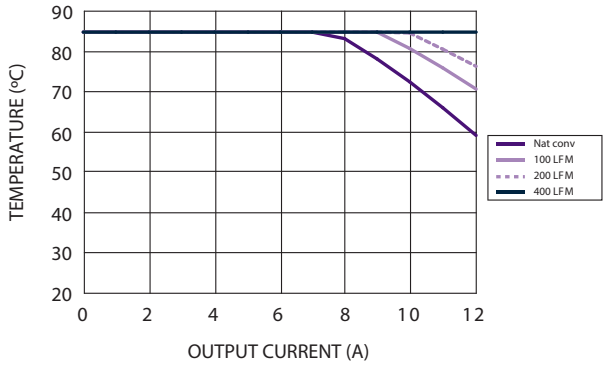
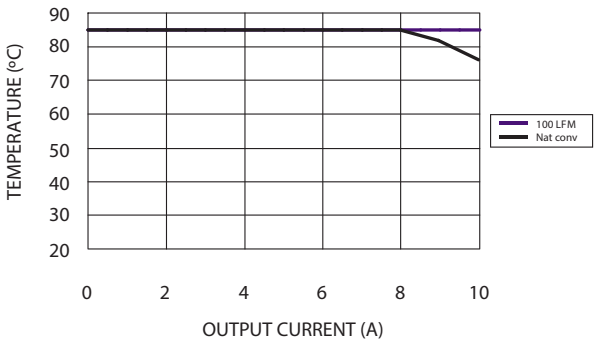

Figure 1 - Safe Operating Area
Figure 6 - Safe Operating Area
2. See Figures 1, 2 and 3 for safe operating curves for the PTH12010W and Figures 6 & 7 for the PTH12010L.